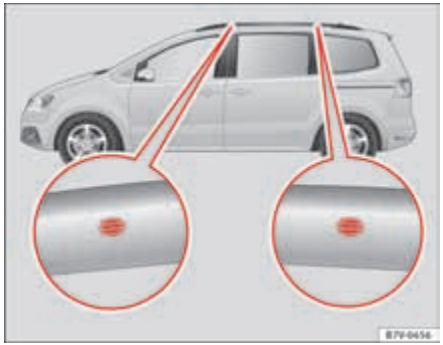

Fig. 107 Attachment points for the basic support and the roof carrier system.
The position holes are located on the inner side of the rail ⇒ fig. 107.
- **The base support should only be fitted to the points indicated in the diagram ⇒ fig. 107.**